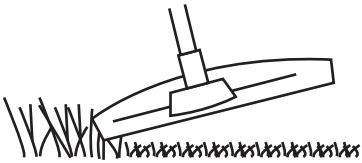

Fig. 22
1. Attach the trimmer head (18) to cut to cut smaller types of weed, lawn grass or similar soft vegetation. Make sure that the guard (17) has been attached properly.
4. Hold the trimmer head (18) just above the ground at an angle of approximately 30° (Fig. 22).